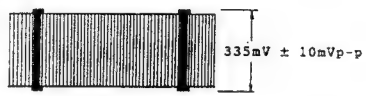

Fig. 4-111
(8) Record Luminance Signal Level Adjustment (Figs. 4-111, 4-151)